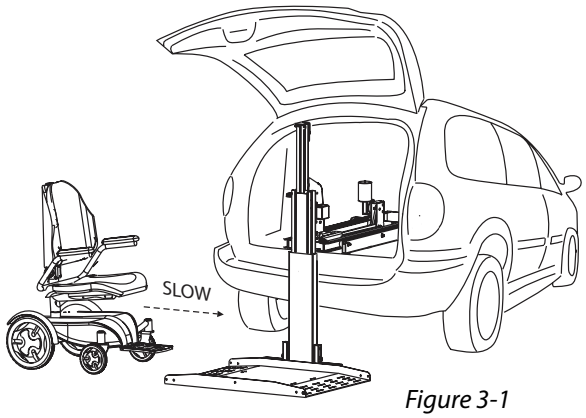

Figure 3-1
1. **Drive Chair/Scooter onto Platform.** Set your chair or scooter's speed control to slow speed to maneuver easily onto the platform. *[Figure 3-1]* You can drive onto the platform from either side.